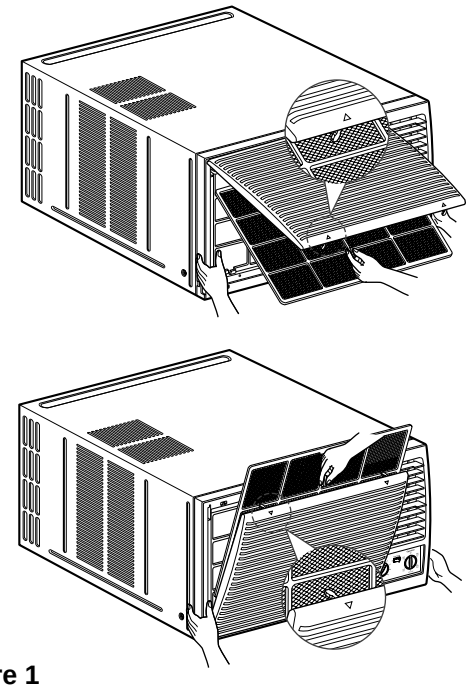

**Figure 1**
4. Remove the front grille. (See Fig. 1)